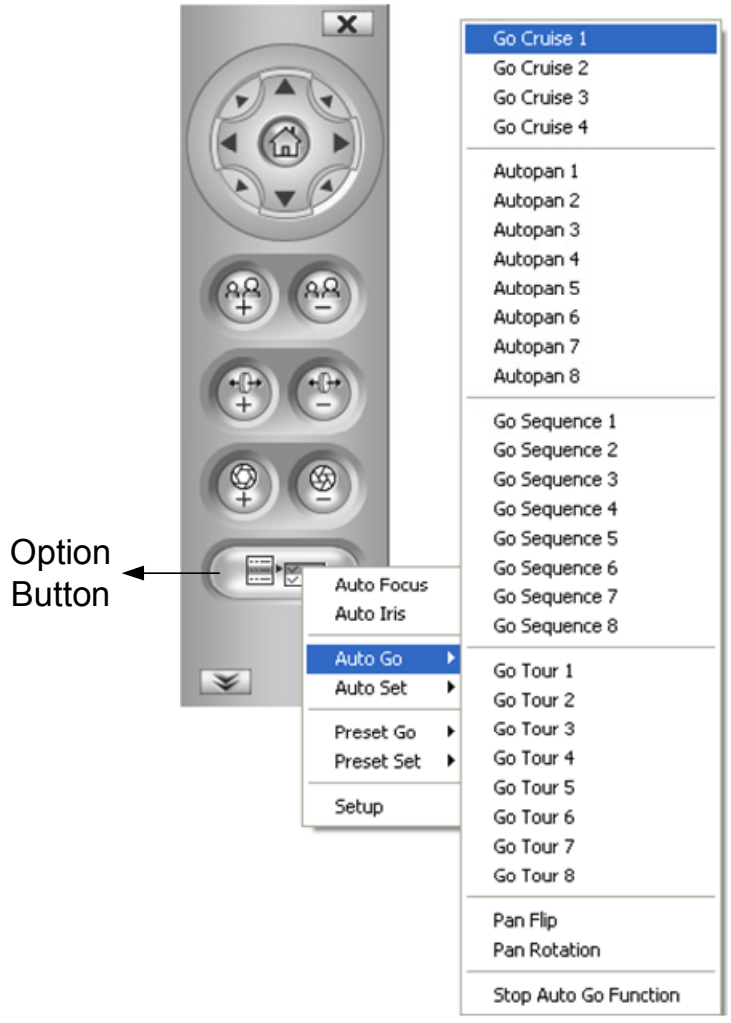

Figure 4-1
From the PTZ control panel (Figure 4-1), click **Option** and select **Setup**. This dialog box appears.
2. To save the preset position, click **Option** (Figure 4-1) on the PTZ Control Panel, click **Preset Set**, and select the desired preset number.
To move the dome view to a previously defined preset position, click **Option** (Figure 4-1) on the PTZ Control Panel, click **Preset Go**, and select a **Preset** number which has been set up.
1. Click **Option** (Figure 4-1) on the PTZ Control Panel, click **Auto Set** and select **Set Cruise 1**.
3. When you are finished with setting up a Cruise 1 route, click **Option** (Figure 4-1), click **Auto** and select **Set Cruise Stop**.
To start the GV-IP Speed Dome on a defined Cruise route, click **Option** (Figure 4-1) on the PTZ Control Panel, click **Auto Go** and select a **Go Cruise** number which has been previously set.
B. Click **Option** (Figure 4-1) on the PTZ Control Panel, click **Auto Set** and select **Set Auto Pan 1 Start Position**.
B. Click **Option** (Figure 4-1) on the PTZ Control Panel, click **Auto Set** and select **Set Auto Pan 1 Stop Position**.
To start the GV-IP Speed Dome on an Auto Pan mode, click **Option** (Figure 4-1) on the PTZ Control Panel, click **Auto** and select an **Auto Pan** number which has been previously set. An enabled Auto Pan will repeat until it is stopped by clicking a Pan/Tilt Control key, home key, zoom button or focus button on the PTZ Control Panel.
To start the dome view on a Sequence route, click **Option** (Figure 4-1) on the PTZ Control Panel, click **Auto Go** and select a **Go Sequence** number which has been previously set. The dome view will continue moving once a Sequence is started. To stop the movements, click a Pan/Tilt Control key, home key, zoom button or focus button on the PTZ Control Panel.
To start the GV-IP Speed Dome on a Tour route, click **Option** (Figure 4-1) on the PTZ Control Panel, click **Auto Go** and select a **Go Tour** number which has been previously set. An enabled Tour will repeat until it is stopped by clicking a Pan/Tilt Control key, home key, zoom button or focus button on the PTZ Control Panel.